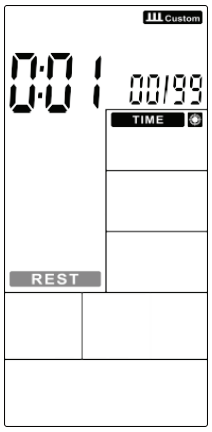

Figure 34
3. The TIME continues lighting up, **REST** will flash, press UP/DOWN to set rest time 0:01-9:59 circularly (Figure 34). Press ENTER to confirm along with buzzer beeps 1s and **INTERVAL CUSTOM** continues lighting up.